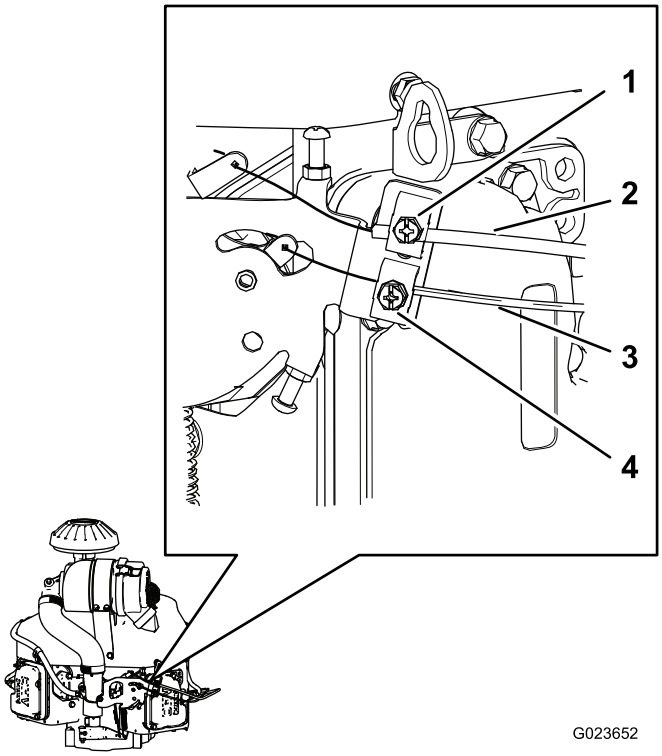

Figuur 66
1. Draai de kabelklemschroef los waarmee de behuizing van de gaskabel is bevestigd aan de motor (Figuur 66).
3. Trek de kabelbehuizing van de gaskabel naar boven (Figuur 66) tot er bijna geen speling meer zit op de gaskabel, en zet de kabelklemschroef vast.
1. Draai de kabelklemschroef los waarmee de behuizing van de chokekabel is bevestigd aan de motor (Figuur 66).
4. Trek de kabelbehuizing van de chokekabel naar boven (Figuur 66) tot er bijna geen speling meer zit op de chokekabel, en zet de kabelklemschroef vast.